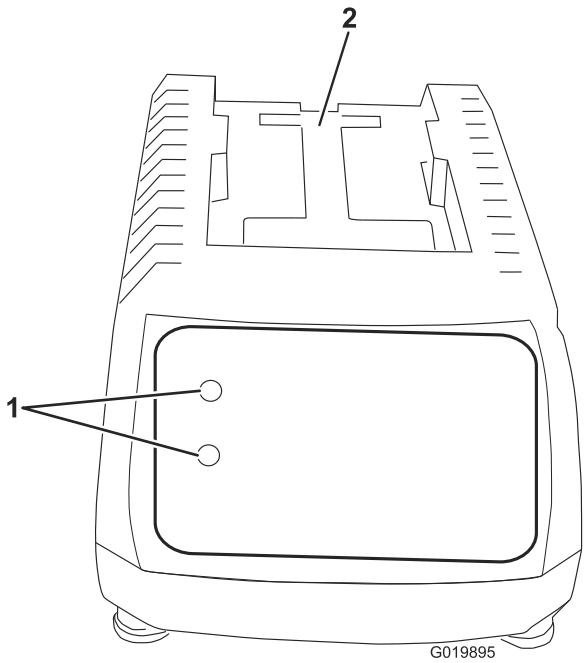
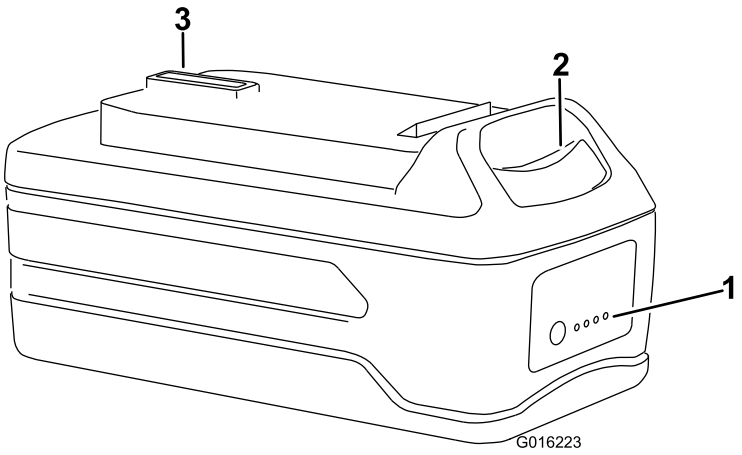

Figura 8
Figura 9
1. Ponga la batería boca abajo y alinee el terminal de la batería con la ranura del cargador (Figura 8 y Figura 9).